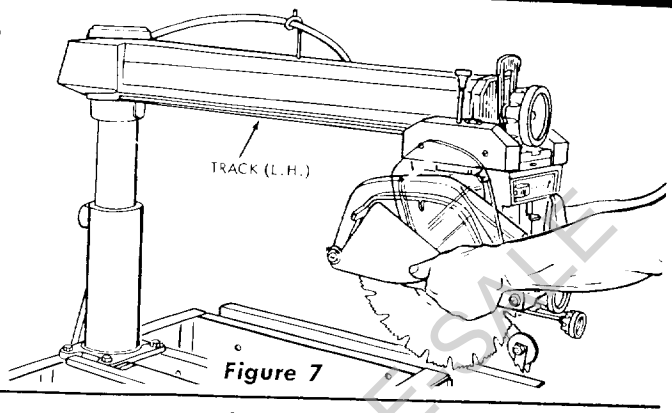

Figure 7
d. Grasp the carriage with both hands (figure 7) and carefully start the carriage bearings onto the tracks on the radial arm. Be sure to hold the assembly parallel to the arm as it is carefully slipped into position until all four bearings are on the tracks in order to prevent excessive strain on the bearings and tracks.